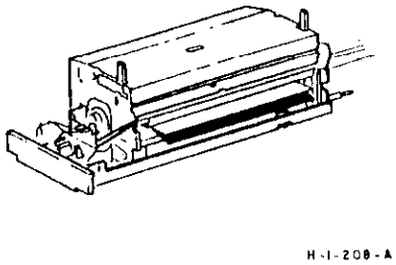

Рисунок 2. Положение бумаги
4. (Рисунок 2) Пропустите одну из сложенных копий между прижимным и нагревательным валами. Черная сторона должна находиться на прижимном валу.